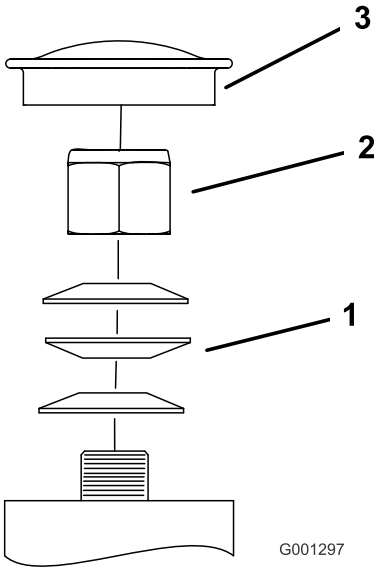

Figura 66
3. Retire el tapón guardapolvo de la rueda giratoria y apriete la contratuerca (Figura 66).
4. Apriete la contratuerca hasta que las arandelas de muelle estén planas, luego afloje ¼ de vuelta para establecer la pre-carga correcta de los cojinetes (Figura 66).
Importante: **Asegúrese de que las arandelas de muelle están correctamente instaladas, según se muestra en Figura 66.**
5. Coloque el tapón anti-polvo (Figura 66).